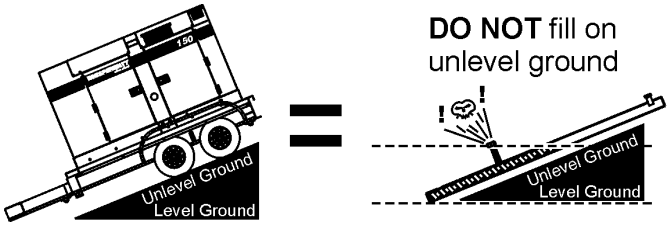

Figure 30. Only Fill on Level Ground
1. **Level Tanks** — Make sure fuel tank is level with the ground. Failure to do so will cause fuel to spill from the tank before reaching full capacity (Figure 30).